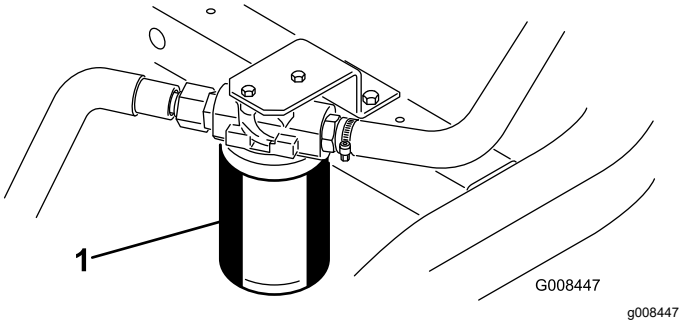

Figuur 50
1. Reinig de omgeving van de plaats waar het filter wordt gemonteerd (Figuur 50). Plaats een opvangbak onder het filter en verwijder het filter.